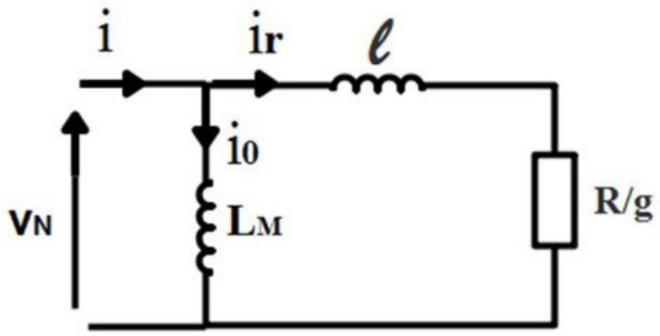

Figure 7 : Modèle équivalent monophasé simplifié de la MAS
Pour chaque phase du moteur, on adopte le modèle équivalent monophasé simplifié de la **figure 7 page 9**.
C.2.2 - A partir du modèle équivalent monophasé de la **figure 7**, exprimer la valeur efficace **Ir** du courant **i_r** en fonction de **V_N**, **ℓω**, **R** et **g**.